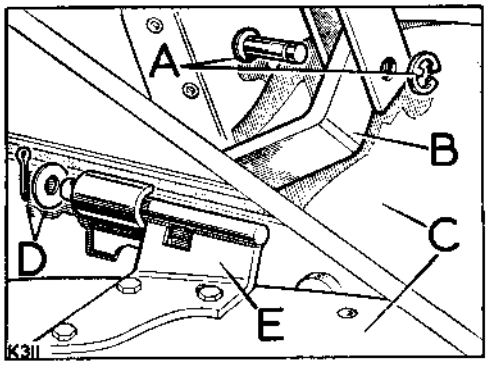

**Fig. G1-22. Fixings, bonnet panel**
10. Fit the bonnet, see Fig. G1-22.